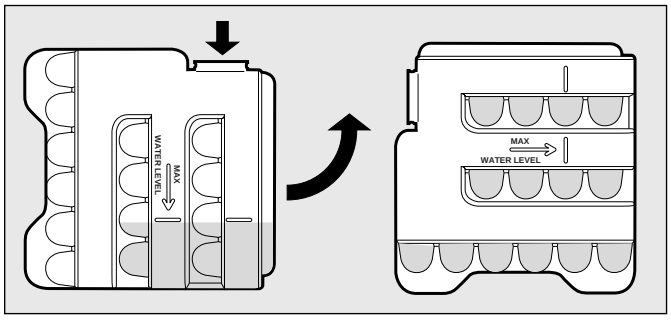

Fig. 3
**Instructions for use** (Fig. 3)